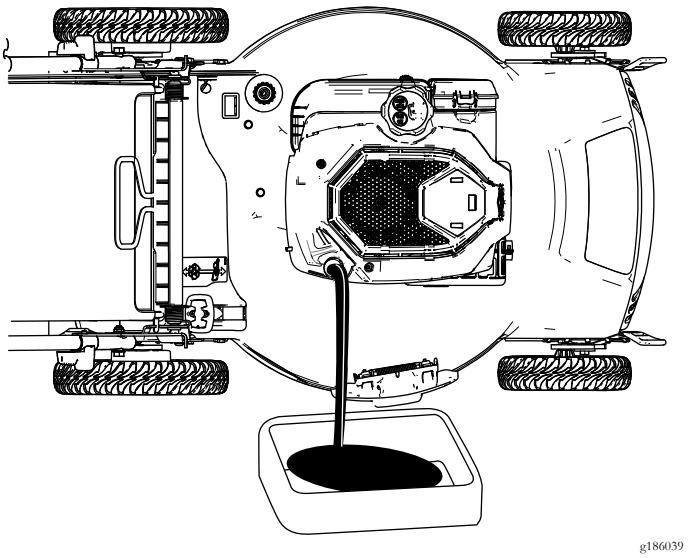

Rysunek 29
4. Przechyl maszynę na bok (tak, aby filtr powietrza był skierowany w górę), aby spuścić zużyty olej przez szyjkę wlewu oleju (Rysunek 29). Możesz też ustawić maszynę w pozycji pionowej (Rysunek 30).